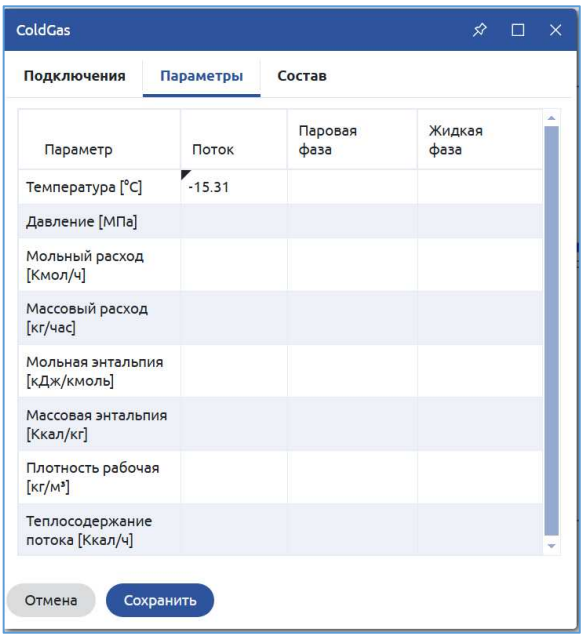

Рисунок 41. Поток ColdGas. Параметры
5. Задаем значение температуры выходного потока холодильника ColdGas (Рисунок 41).